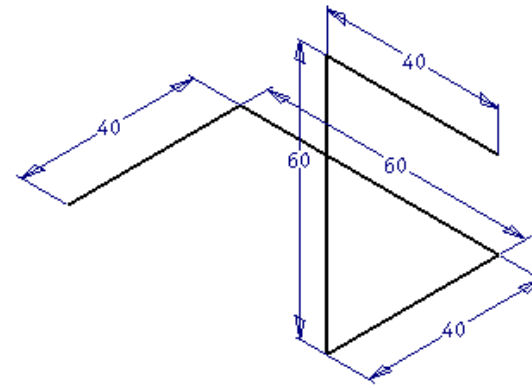

Figure 18-45 *First and second 2D sketches*
2. Draw the next sketch starting from the origin of the sketch plane. The origin of the sketch plane is the endpoint of the right vertical line of the first sketch, see Figure 18-45.
3. Exit the sketching environment and turn off the display of the work plane. First and second 2D sketches are shown in Figure 18-45.